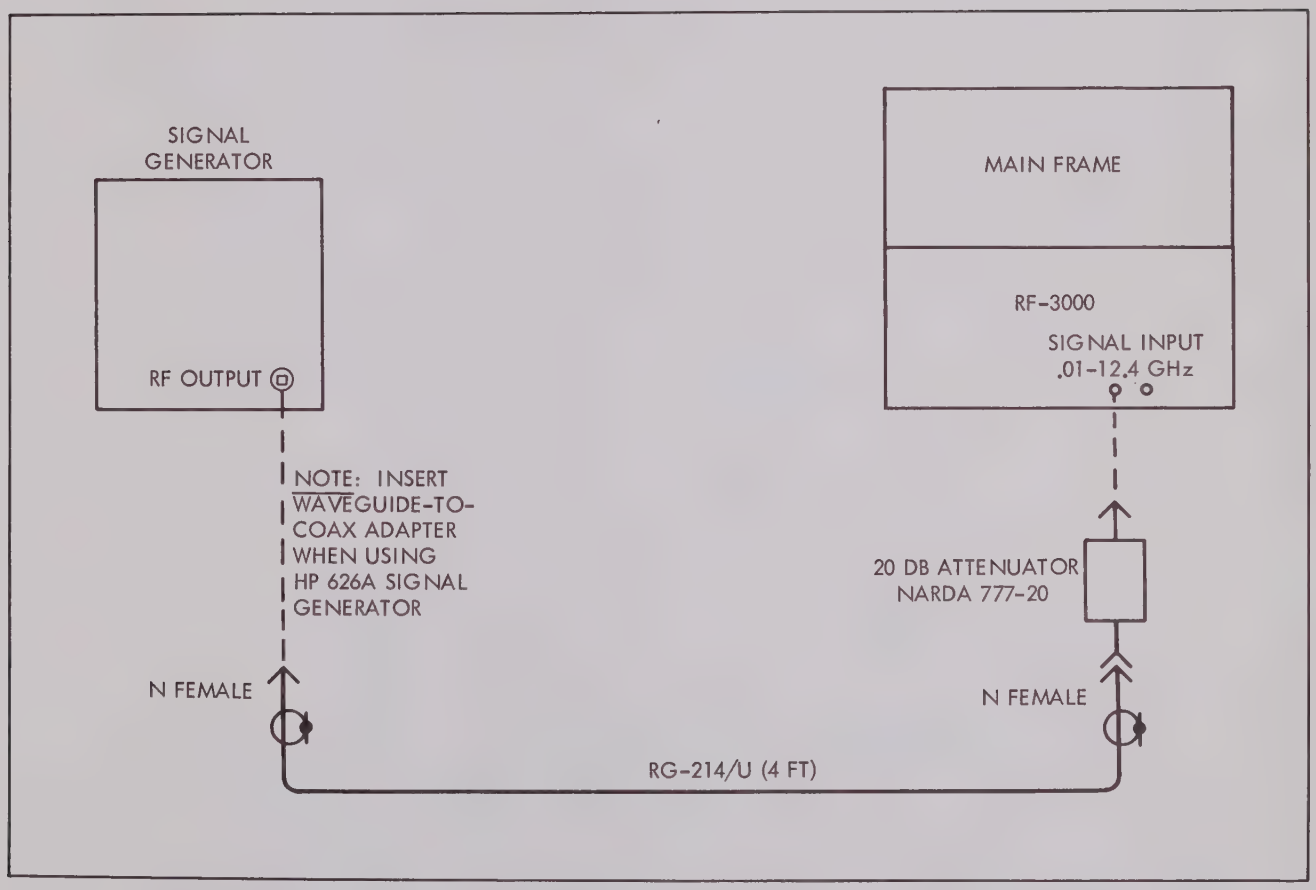

Figure 4-1. Minimum Performance Standards Checks, Equipment Setup No. 1
k. Disconnect the signal generator. Set the TUNING control to an indication of 0.8 and repeat step 10d. Tune an HP-612A signal generator for a cw output of -55 dBm at 800 MHz. Connect the equipment as illustrated in figure 4-1. Repeat step 10f.	k. Same as 10f.
r. Disconnect the signal generator. Set the TUNING control for an indication of 2.4. Repeat step 10d. Tune an HP-8614A signal generator for a cw output of -55 dBm at 2.40 GHz. Connect the equipment as illustrated in figure 4-1. Repeat step 10f.	r. Same as 10f.
x. Disconnect the signal generator. Set the RANGE switch to 3-6 GHz; adjust the TUNING control to obtain a pointer indication of 4.5 and repeat step 10d. Tune an HP-618C signal generator for a cw output of -55 dBm at 4.00 GHz. Connect the equipment as illustrated in figure 4-1. Repeat step 10f.	x. Same as 10f.
ad. Disconnect the signal generator. Set the RANGE switch to 4.5-10 GHz, adjust the TUNING control for an indication of 6 and repeat step 10d. Tune an HP-620B signal generator for a cw output of -50 dBm at 7.25 GHz. Connect the equipment as illustrated in figure 4-1. Repeat step 10f.	ad. Signal generator output level does not exceed -60 dBm.
ai. Disconnect the signal generator. Set the RANGE switch to 9-12.4 GHz, adjust the TUNING control for an indication of 10.5 and repeat step 10d. Tune a signal generator for a cw output of -45 dBm at 10.5 GHz. Connect the equipment as illustrated in figure 4-1 and repeat step 10f.	ai. Signal generator output level does not exceed -55 dBm.